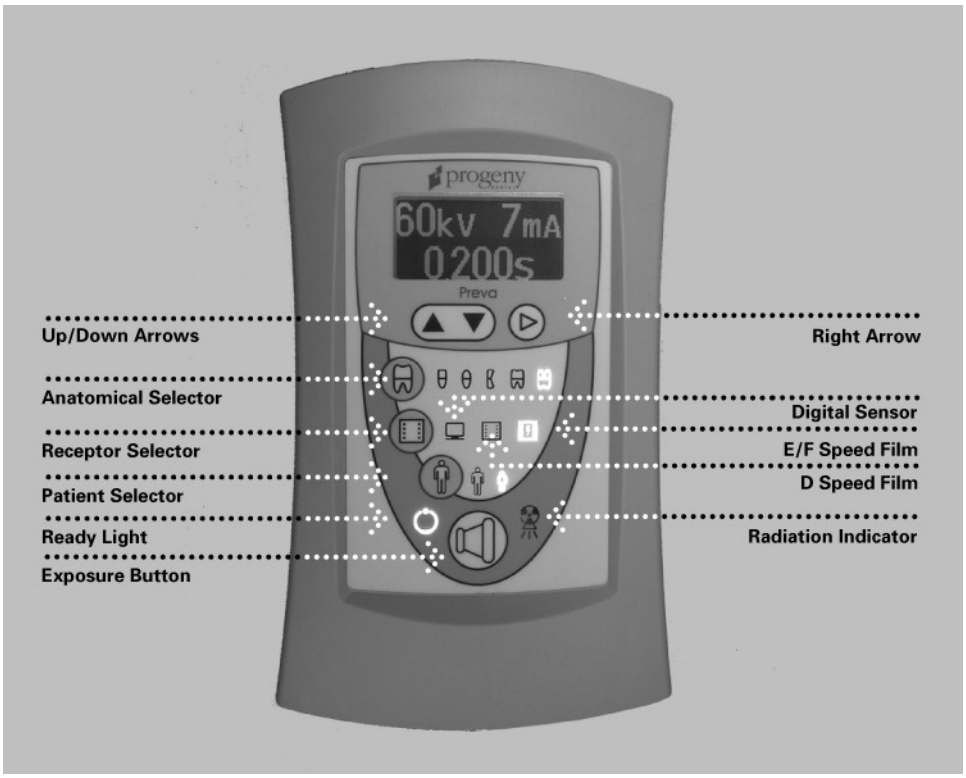

Figure 2
When the system is powered on, the Operator Panel, Figure 2, displays the exposure settings (kV, mA, and seconds) for the currently selected tooth, image receptor type, and patient size. Use the Tooth Selection, Image Receptor Type, and Patient Size buttons to select other exposure settings.
1. Turn the power switch, located at the upper right of the Control Unit, to the “On” position. The Ready Indicator on the front of the Operator Panel, Figure 2, will light.